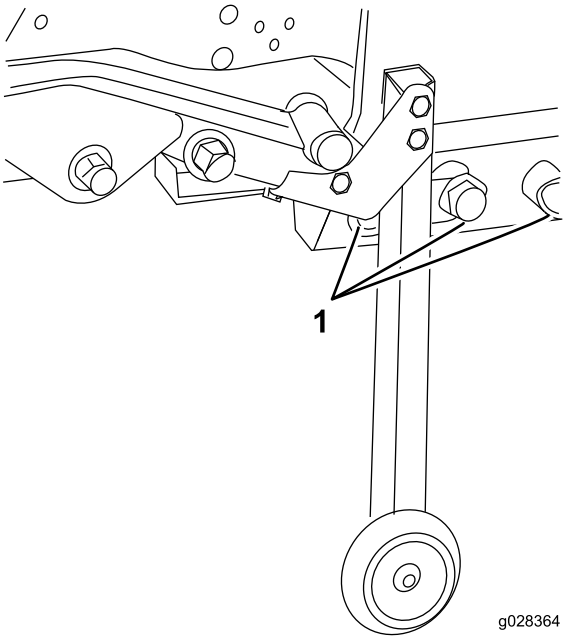
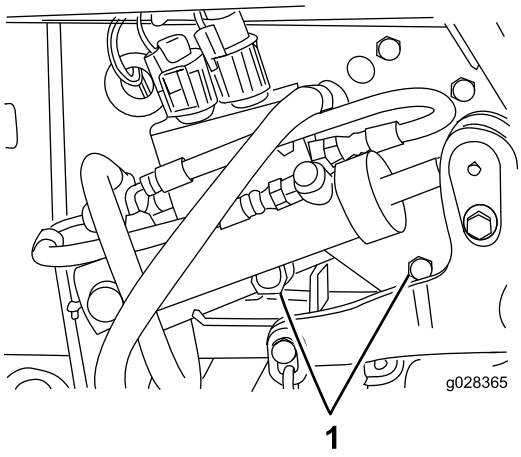

**Rysunek 38**
**Rysunek 39**
15. Ostrożnie zdemontuj śruby (3/4 cala), podkładki i nakrętki mocujące ramę podwozia do ramy tylnej (trzy po lewej stronie i dwie po prawej stronie) (Rysunek 38 oraz Rysunek 39).